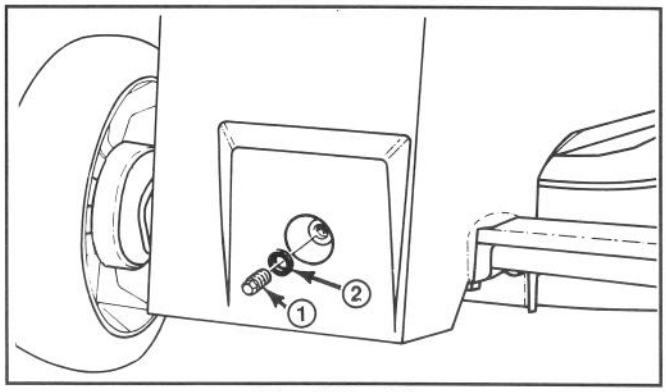

Afbeelding 28
5. CONTROLEREN VAN HET TRANSMISSIE-OLIEPEIL—Reik tussen het vlakke gedeelte en de tandwielkast en veeg het deel rond de plastic dop van de tandwielkast schoon (Afb. 28). Verwijder de dop en pakking van de tandwielkast en let op olie die eventueel uit de opening druipt. In dat geval de dop en de pakking snel terug aanbrengen omdat er dan voldoende olie is. Als er geen olie druipt moet er transmissie-olie toegevoegd worden: zie stap 6.